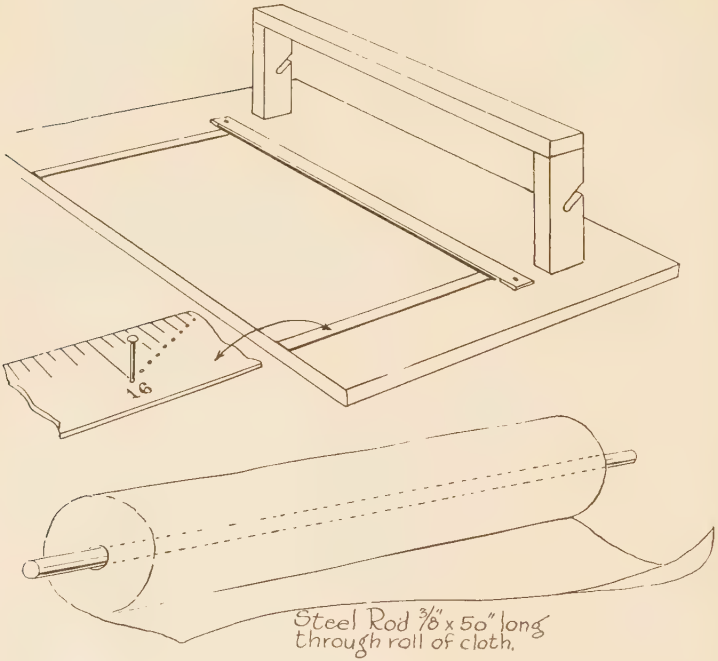

Fig. 94
1. At one side near one end of any bench or table to be used for cloth and leather cutting (with bins underneath or nearby) build a frame of 2″ x 4″ pine joist, planed four sides. (Fig. 94.)
4. Secure a ⅜″ diameter (hardened) round steel rod 50″ long. (Fig. 94.)
5. Secure two 1″ wide brass rule strips 36″ long with $\frac{1}{8}$″ marked gradations. Have these drilled with a $\frac{1}{16}$″ hole centered in each $\frac{1}{8}$″ gradation. In each two inch distance have drilled for $\frac{3}{8}$″ long screws to hold to table. (Figs. 94–95.)